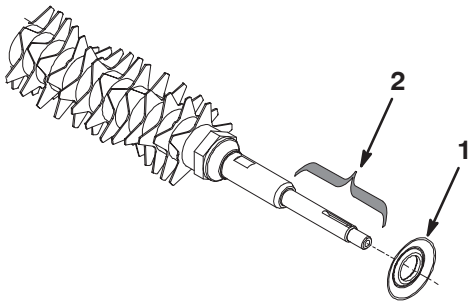

Figure 7
13. Insert a seal guard onto each end of the groomer shaft assembly (Fig. 7). Apply a film of grease onto the seal lip. The seal guards are to be positioned so they curve toward each end of the shaft.
2. Grease here (2)
14. Apply a film of grease to each end of the groomer shaft (Fig. 7) and onto the seals in the L.H. height of cut assembly.